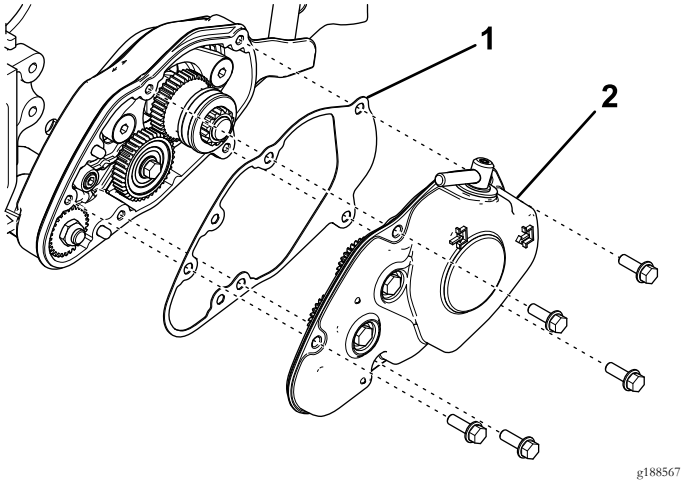

Figura 8
13. Posizionate la guarnizione di perni di riferimento sull'alloggiamento del groomer (Figura 8).
14. Montate il coperchio sull'alloggiamento del groomer, inserendo il perno dell'attuatore del gruppo della frizione nella scanalatura dell'ingranaggio della trasmissione (Figura 8).
15. Fissate il coperchio con 5 bulloni a testa flangiata (Figura 8).